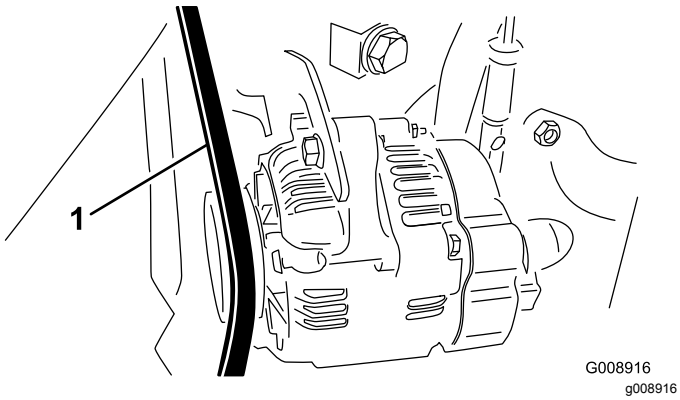

Figur 70
2. Kontrollera spänningen genom att trycka ned generator-/fläktremmen mittemellan generatorn och vevaxelskivorna med en kraft på 30 N·m (Figur 70).